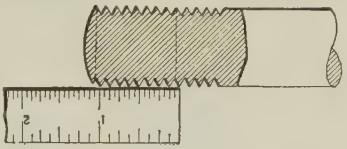

FIG. 185.—Eight threads per inch.
6. *Be sure* the gears are right for the pitch required. Many jobs are spoiled by carelessness in this respect. Measure the pitch after the first light cut. This may be done by counting the number for 1 in. or for ½ in. (Fig. 185) but a screw-pitch gauge (Fig. 186) is quicker and there is less chance of error.